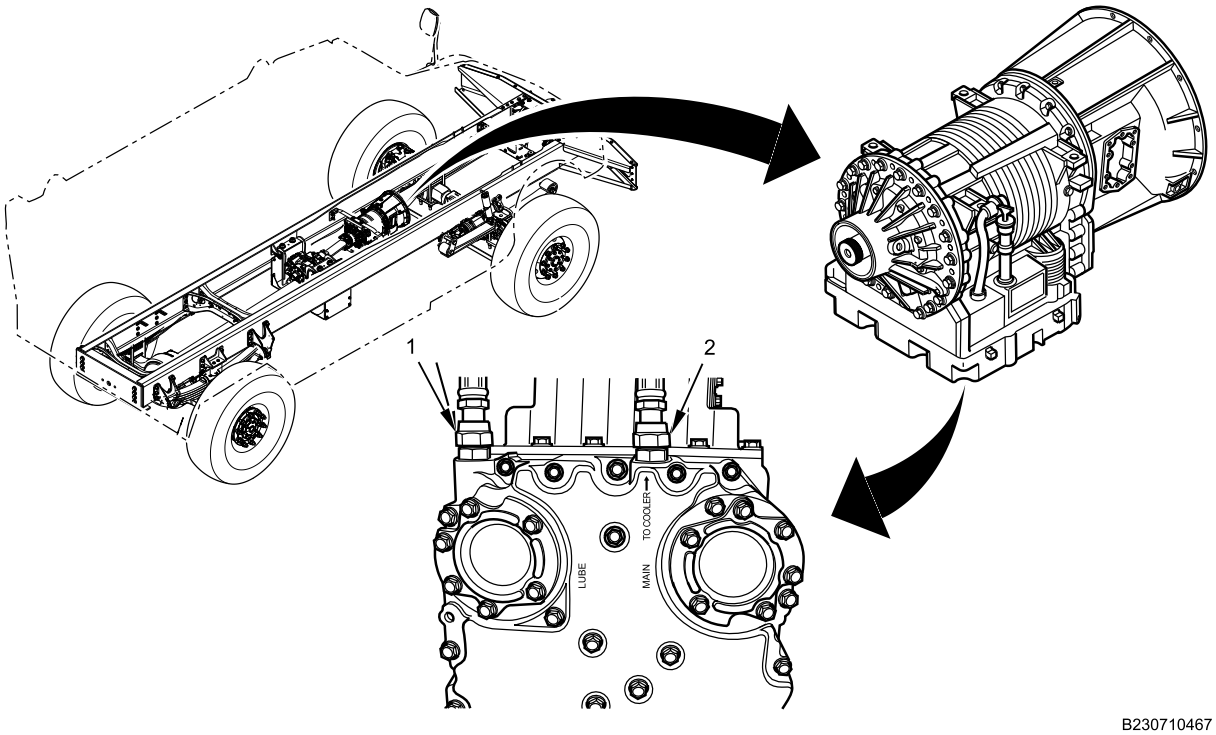

Figure 1. Lower Hoses.
2. Remove inlet hose (Figure 1, Item 1) and outlet hose (Figure 1, Item 2) from transmission. Remove and discard O-rings.